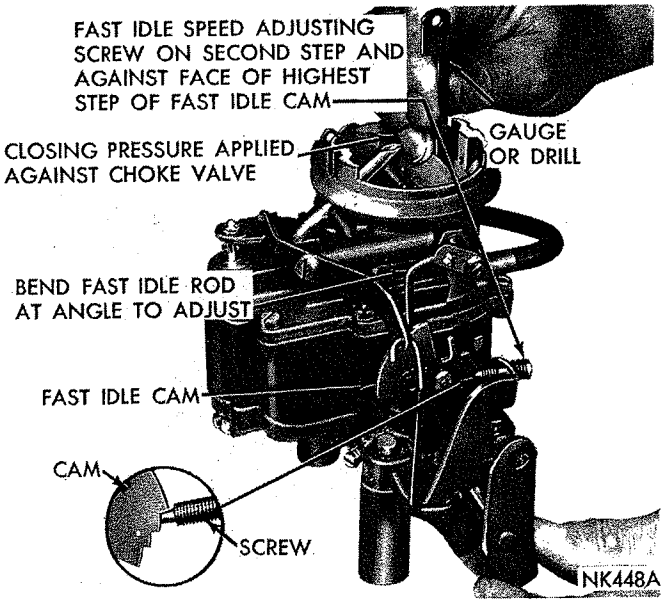

*Fig. 17—Fast Idle Cam Position Adjustment*
(1) With fast idle speed adjusting screw contacting step on the fast idle cam, shown in (Fig. 17), move choke valve toward the closed position with light pressure. Insert a Number 28 drill between the choke valve and wall of the air horn.
(2) An adjustment will be necessary if a slight drag is not obtained as the drill or gauge is being removed.
(3) If an adjustment is necessary, bend fast idle rod at upper angle, using Tool T109-213, until correct valve opening has been obtained. Refer to (Fig. 17).